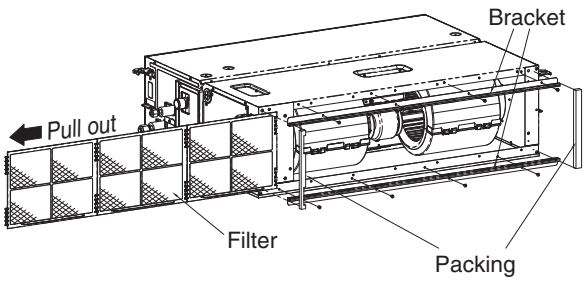

Fig. 3-15
(1) First pull out a filter in the direction of the electrical equipment box in the unit. (Fig. 3-15)
(2) Then remove the seal packing, bracket and filter attached to the side of the air intake port. (Fig. 3-15)
(3) Install the duct (field supply).